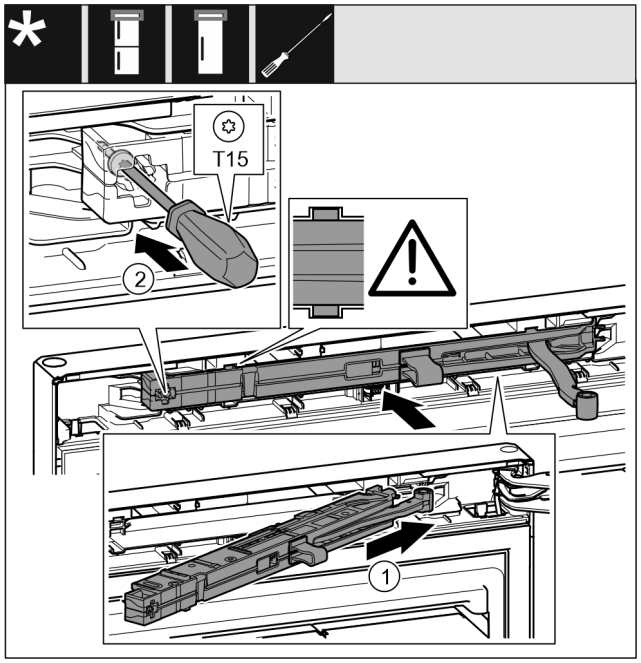

Fig. 44
- ▶ Iebīdiet slīpi durvju amortizatora mezglu *Fig. 44 (1)* gultņa balsta pusē līdz galam padziļinājumā.
- ▶ Pieskrūvējiet skrūvi *Fig. 44 (2)* ar skrūvgriezi.